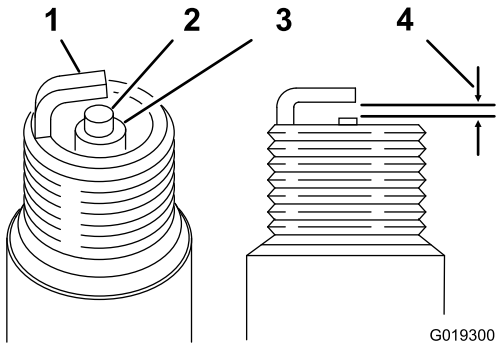

Figure 57
1. Look at the center of the spark plug (Figure 57). If you see light brown or gray on the insulator, the engine is operating properly.
2. Use a gapping tool for spark plugs or a feeler gauge to measure the gap between the side electrode and center electrode (Figure 57).